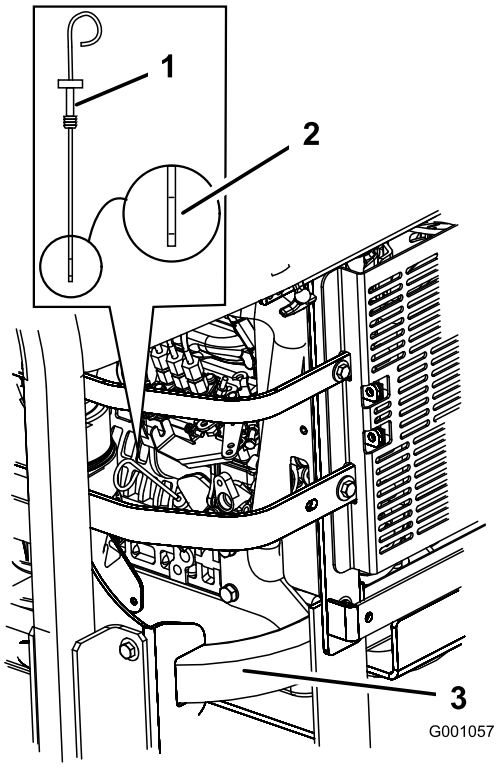

Figuur 30
3. Maak de omgeving van de peilstok schoon (Figuur 30), zodat er geen vuil in de vulopening kan komen, waardoor schade aan de motor kan ontstaan.
4. Trek de peilstok eruit en veeg het metalen deel schoon (Figuur 30).
5. Schuif de peilstok helemaal in de vulbuis. Trek de peilstok uit en controleer het oliepeil op het metalen deel (Figuur 30). Als het oliepeil te laag is, moet u langzaam net genoeg olie in de vulbuis gieten totdat het peil de Vol-markering bereikt.